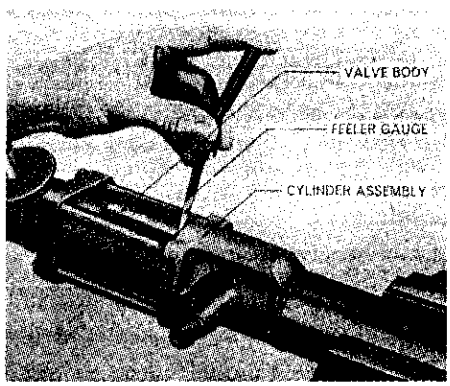

Fig. 39–Method for determining thickness of shims (17–Fig. 37) required for reassembly of cylinder. Refer to text for procedure.
To install the new power cylinder and reinstall removed parts, proceed as follows: Place boot (4) over cylinder so that hole in boot is aligned with ball stud hole. Insert one ball seat (14), then insert ball stud (15), threaded end first, into open end of cylinder and extend the threaded end out through hole in cylinder and boot. Insert second ball seat (14) and shims (17) that were removed plus at least an additional two 0.010 thick shims. Insert spring housing (18) in end of cylinder, but do not install spring (16) at this time. Assemble the cylinder to control valve unit and tighten the four cap screws (48) evenly. This should leave a gap between end of cylinder and control valve housing; if not, remove control valve unit and spring housing from cylinder and add additional shims. Reassemble cylinder unit and spring housing to control valve, then measure gap between cylinder and valve housing with feeler gage as shown in Fig. 39. Record the gap measurement, then remove control valve unit and spring housing from cylinder and remove shim thickness equal to the gap measurement plus an additional thickness of 0.008-0.010. Install remaining shims, spring housing and spring (16) in end of cylinder, then assemble control valve unit to cylinder with two new passage sealing "O" rings inserted in grooves of valve housing. Tighten the four cap screws evenly and securely, then reinstall cylinder and valve assembly on tractor as outlined in paragraph 40.